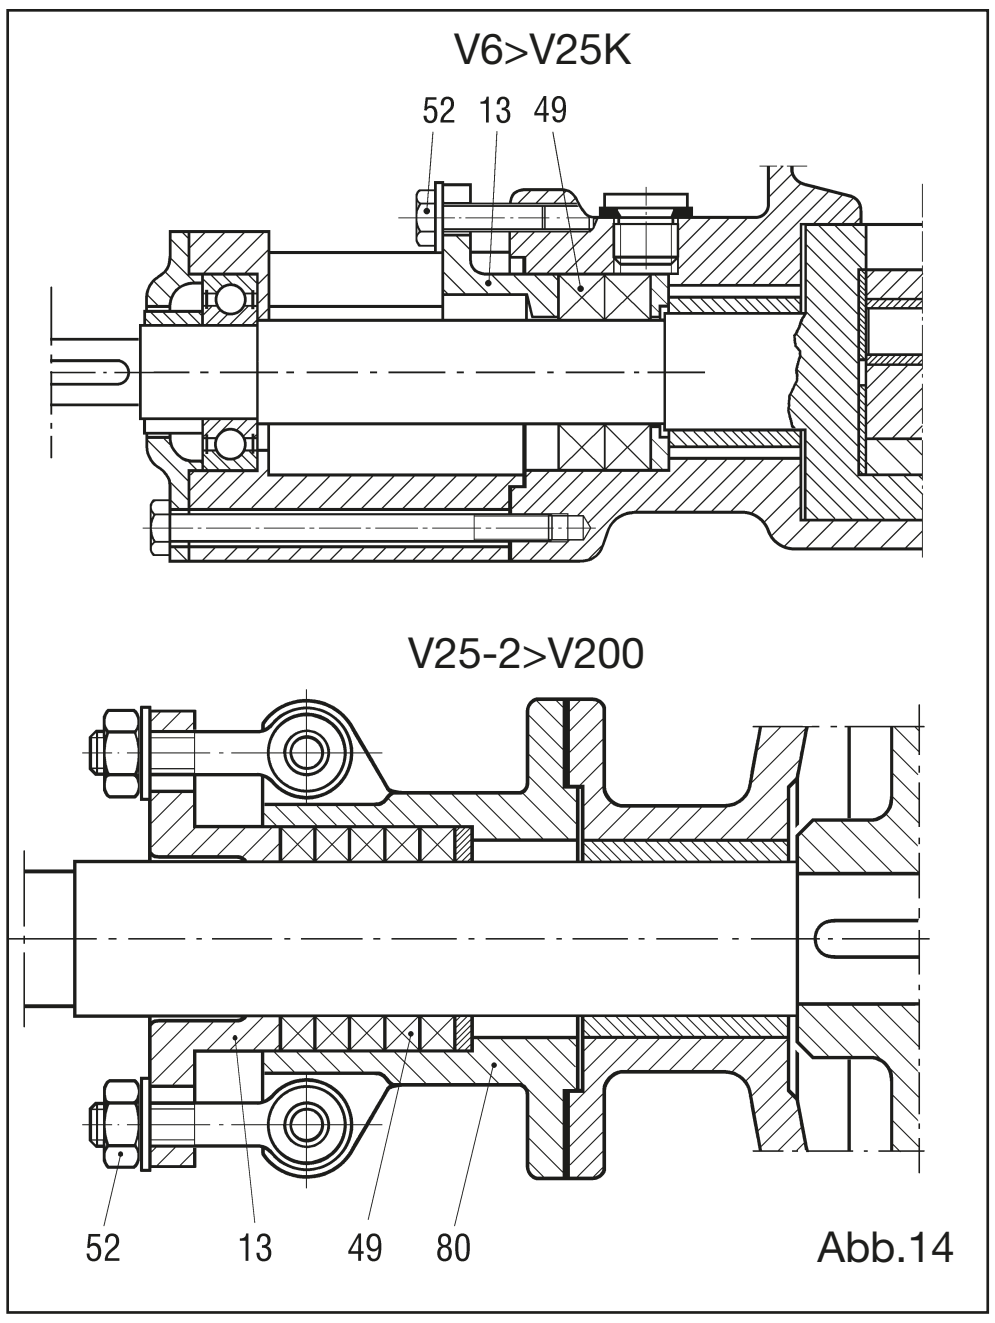

Abb.14
11.7 Entfernung der Packungsdichtung Pumpen aus Guss von V25-2 bis V200 (Abb. 14)